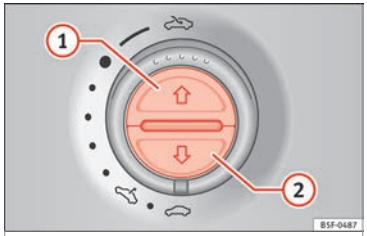

Afb. 139 In de hemelbekleding: knoppen voor rolgordijn.
Volledig openen (automatisch):	Druk kort op de toets ››› afb. 139 (1).
Automatisch functioneren stoppen:	Druk de knop ››› afb. 139 (1) of ››› afb. 139 (2) kort in.
De tussenstand afstellen:	Houd de knop ››› afb. 139 ① of ››› afb. 139 ② ingedrukt tot de gewenste stand bereikt is.
Volledig sluiten (automatisch):	Druk kort op de toets ››› afb. 139 ②.
- *Rolgordijn:* druk binnen 5 seconden na het activeren van de sluitkrachtbegrenzing de knop ››› afb. 139 ② in tot het rolgordijn volledig gesloten is.